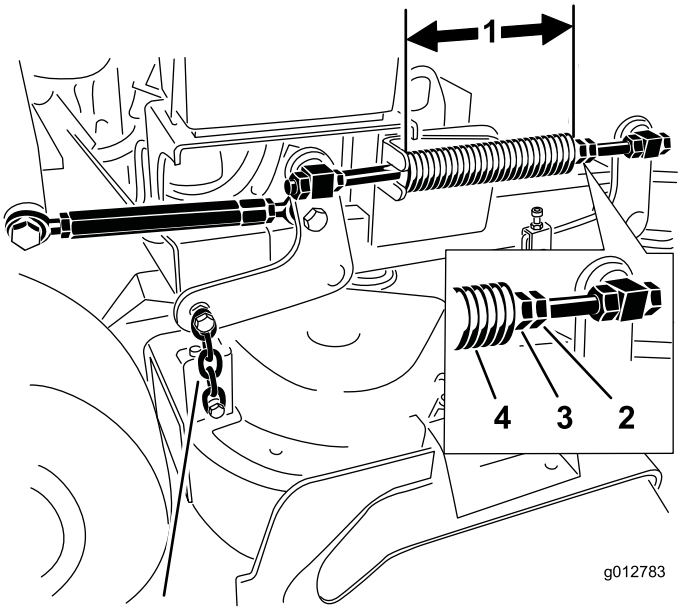

Figur 87
2. Kontroller lengden på kompresjonsfjæren. Nominell lengde er 28,2 cm for 91 cm klippeenheter og 25,7 cm for 102 cm klippeenheter (Figur 87).
3. Juster denne avstanden ved å løsne låsemutteren for fjæren og mutteren foran hver fjær (Figur 87).
4. Lås mutteren i stilling ved å trekke til fjærens låsemutter (Figur 87).